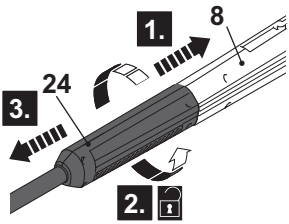

Fig. 8
> Press the extension lance (24) towards the spray gun (8) and turn it anti-clockwise to remove it (Fig. 8).